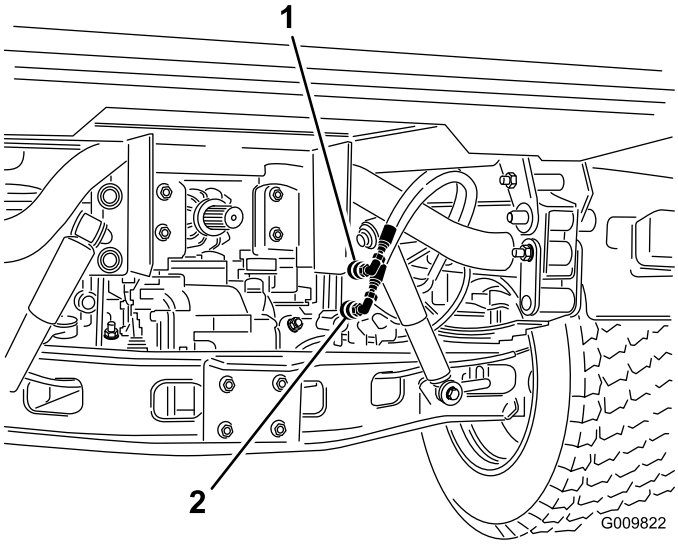

Figur 75
2. Koppla bort båda fordonens snabbkopplingsslangar från slangarna som sitter fast vid kopplingsfästet (Figur 75).